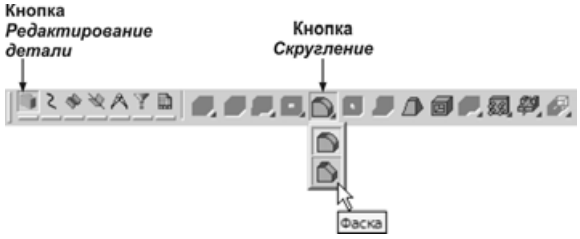

Рис. 2.96
- Нажмите кнопку **Скругление** и не отпускайте кнопку мыши. Через непродолжительное время на экране появится связанная с данной кнопкой панель расширенных команд. Переведите курсор на кнопку **Фаска** и отпустите (рис. 2.96).